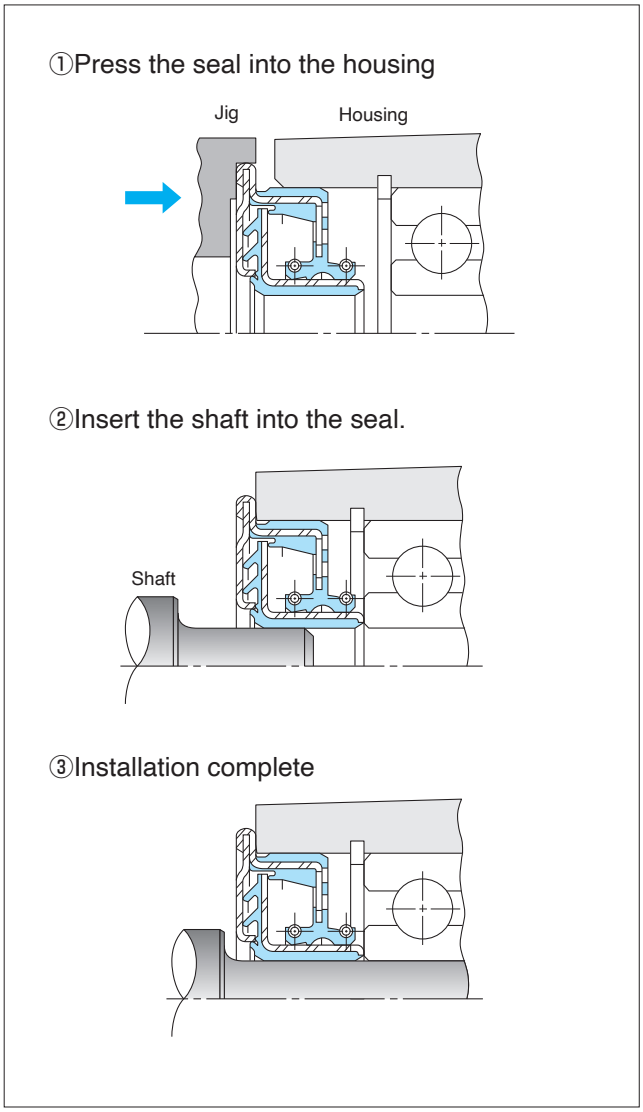

Fig. 7-15 Mounting a QLFY Type Seal
❶ Use a jig as illustrated in Fig. 7-15 to press the QLFY seal into the housing bore.
❷ Insert the shaft.